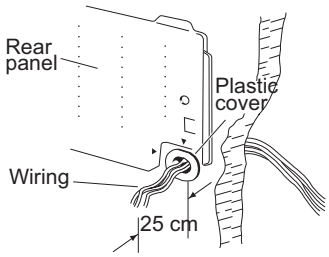

Fig. 2-218
(3) Insert the inter-unit wiring into the through-the-wall PVC pipe. Lead the power wiring into the room allowing approx. 25 cm to extend from the wall face. (Fig. 2-218)